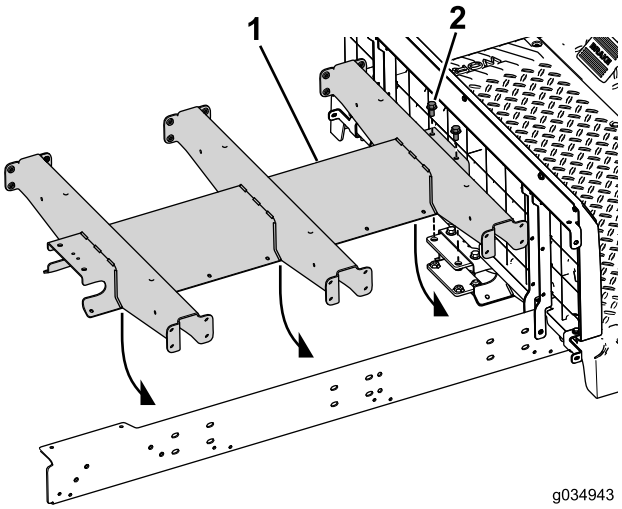

Figure 72
4. Insert the 2 bolts (3/8 x 3-3/4 inches) and washers through the center channel and rear mount (Figure 72).